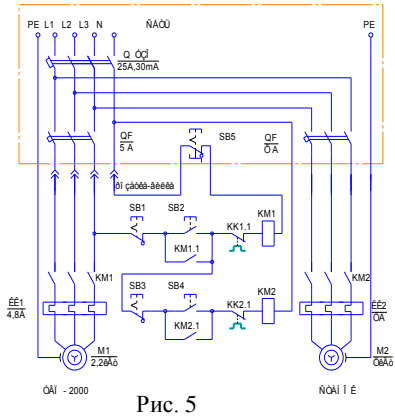

Рис. 5
6.2.9 Выполнить подключение (рис.5) при этом: